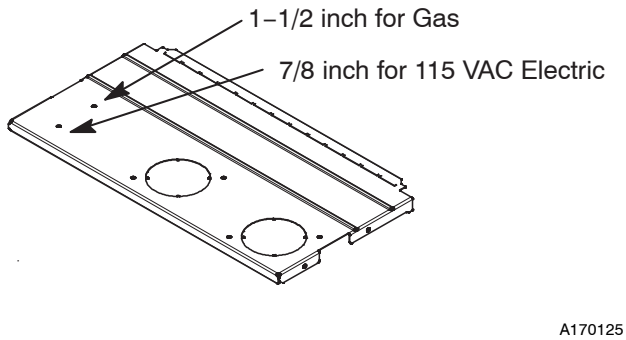

Fig. 34 - Alternate Gas and Electric Entry
NOTE: Check to ensure that external electrical box does not interfere with duct work, gas piping or the indoor coil drain. See Fig. 34 for alternate electric entry through top panel.
1. Drill two (2) 1/8-in. (3 mm) pilot holes through the dimples in the furnace casing near the 7/8-in. knock-out on the side of the casing. Do not remove the knock-out in the side of the casing.
9. Connect field power and neutral leads to furnace power leads inside the external electrical box as shown in Fig. 34.